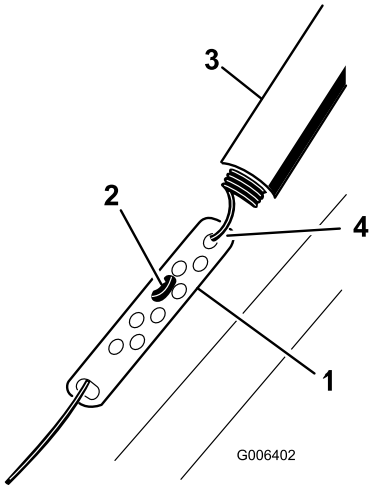

Figur 9
1. Skjut upp fjäderkåpan och haka loss fjädern från justerlänken (Figur 9).
2. Flytta Z-inpassningen till ett högre eller lägre hål i justerlänken efter behov för att erhålla mellanrummet på 2–3 mm mellan styrstången och handtaget (Figur 9).